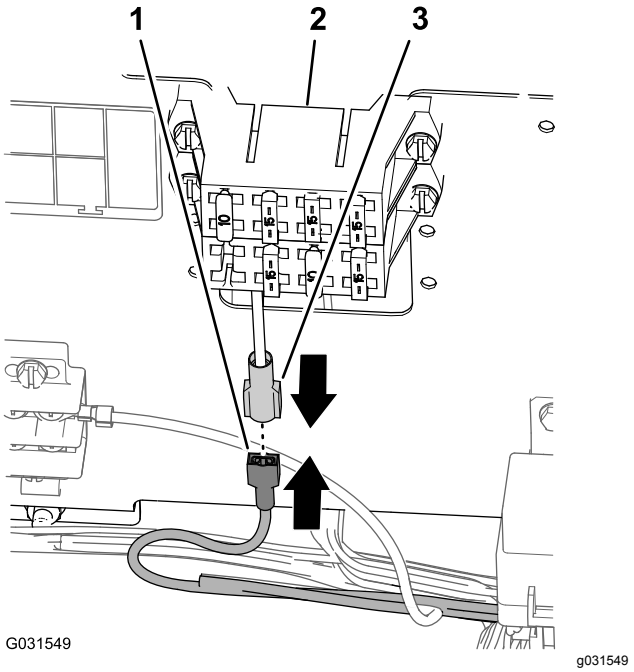

Figur 203
1. For en maskine med en redskabskonnektor med flade stikben ved maskinens sikringsblok skal du tilslutte konnektoren med flade stikben på ledningsnettet til finishingsættet til sokkelkonnektoren på maskinens sikringsblok (Figur 203).